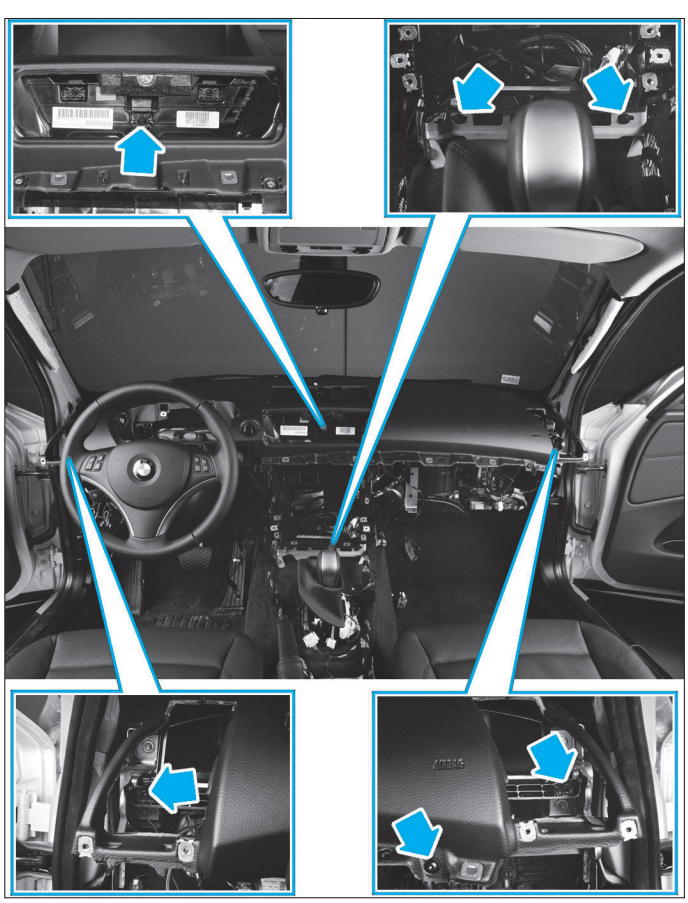

Fig. 54
• Déposer les vis de fixation de la planche de bord **(Fig.54)**.